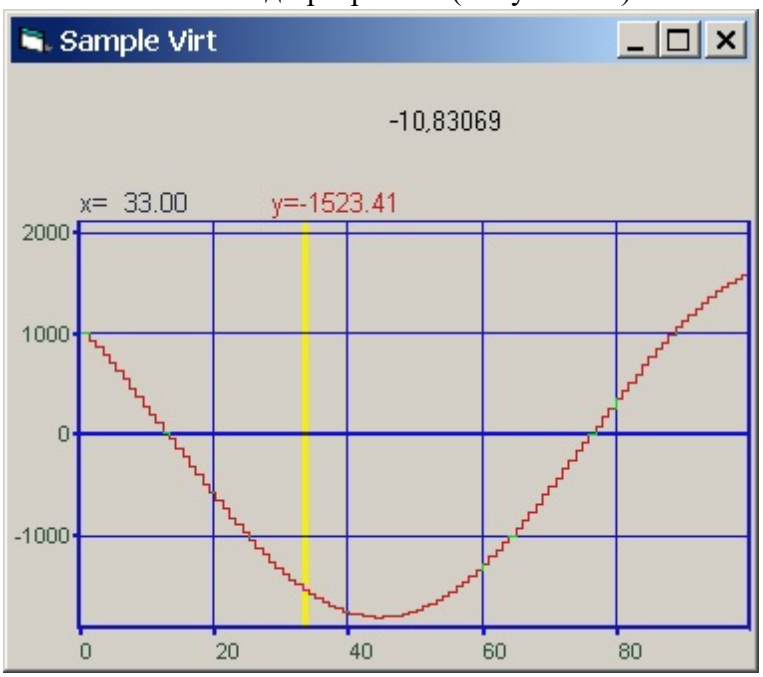

Рисунок 3,1
5. После чего компонент появится в ToolBox. Рисунок 3'.